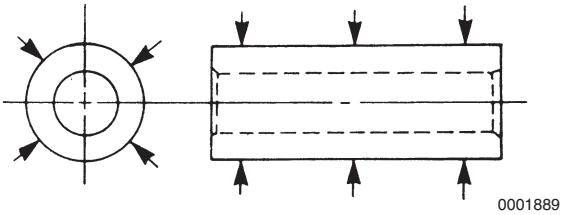

Figure 6-66
7. Measure the outside diameter of the wrist pin in three places and at 90° **(Figure 6-66)**. *See Piston on page 6-10 for specifications.* Record the measurements.